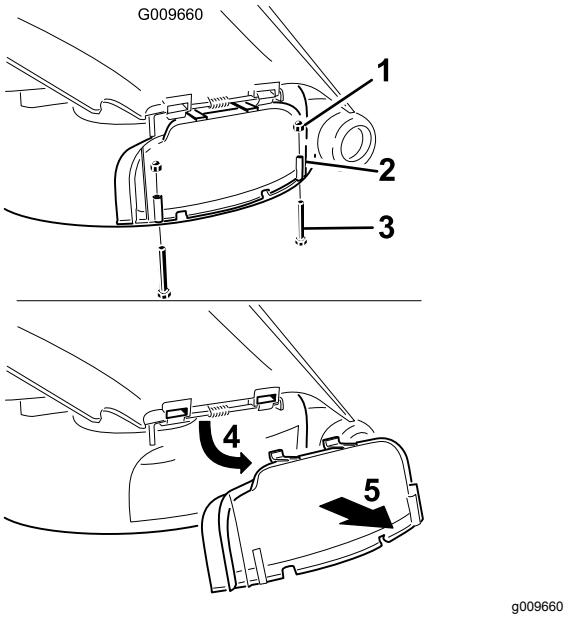

Figur 23
3. Ta bort de två skruvarna och muttrarna som håller fast utkastarluckan på klipparen (Figur 23).